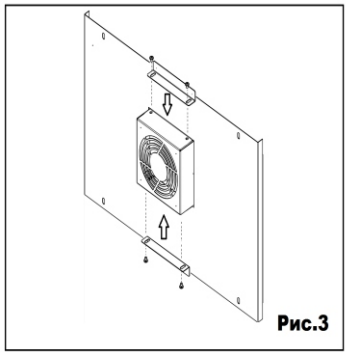
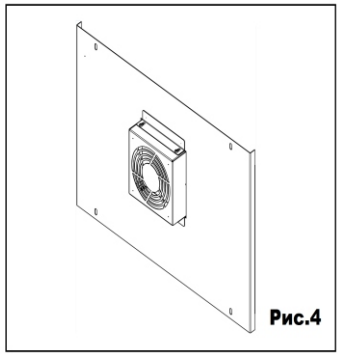

Рис.3
Рис.4
5.2 С помощью винтов и крепёжных уголков зафиксируйте вентиляторный блок (Рис.3 и Рис.4).